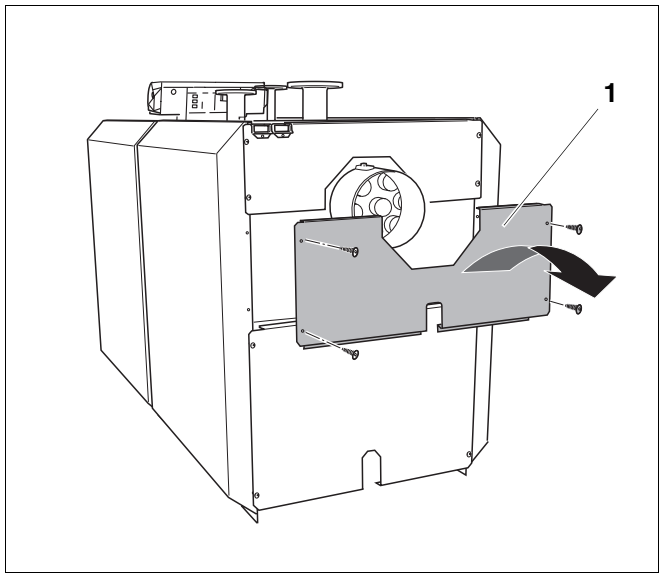

Рис. 47 Демонтаж среднего элемента задней стенки
- Открутить болты среднего элемента задней стенки (рис. 47, **поз. 1**) и снять ее по направлению, указанному стрелкой.